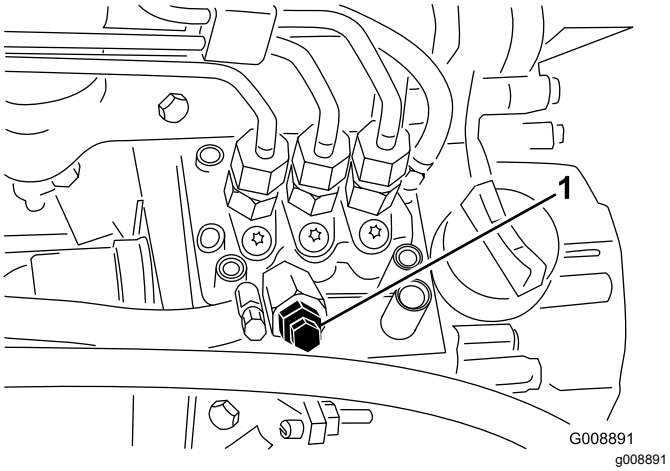

Figur 37
4. Åpne lufteskruen på pumpen for drivstoffinnsprøyting (Figur 37).